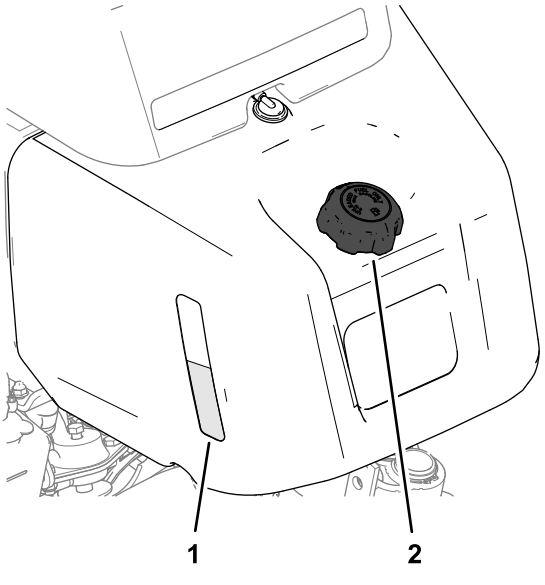
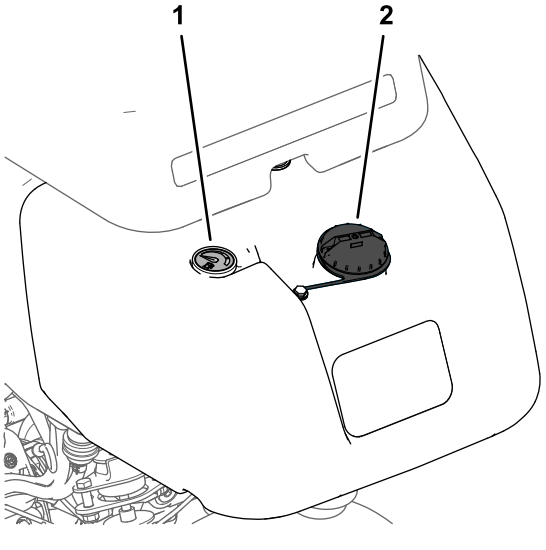

Figuur 22
Figuur 23
1. Reinig de omgeving van de tankdop en verwijder deze (Figuur 22 of Figuur 23).